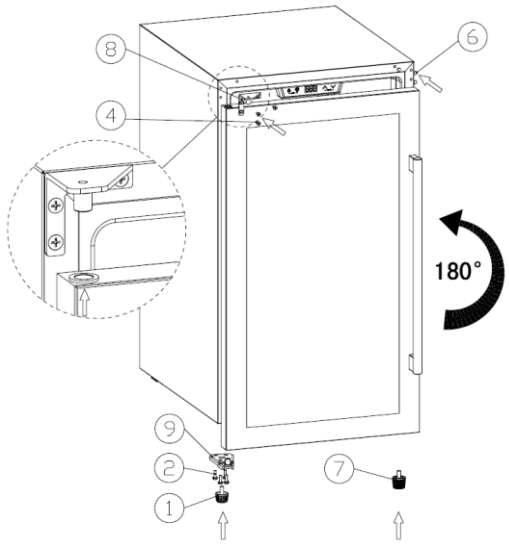

Afbeelding 2
4. (Afbeelding 2) Monteer het linker bovenscharnier (8) — het extra scharnier dat apart is verpakt — en draai de schroeven (4) vast.
5. (Afbeelding 2) Draai de deur 180˚ zodat de greep aan de rechterkant zit. Plaats de deur zo dat het gat in de bovenhoek over de stopper van het linker bovenscharnier (8) valt; monteer het linker onderscharnier van de deur (9) en draai de schroeven (2) vast; monteer de korte kastpoot (1) linksonder en de langere kastpoot (7) rechts; plaats ten slotte de afdekking van het scharniergat (6) terug.